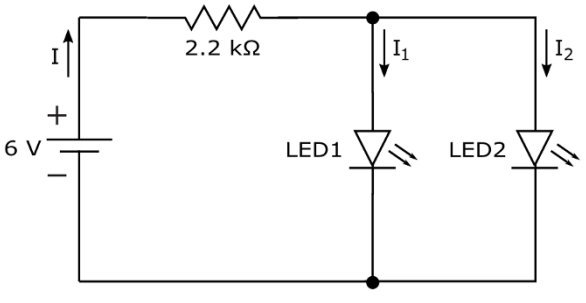
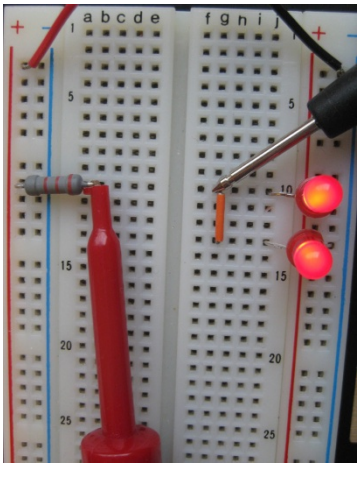
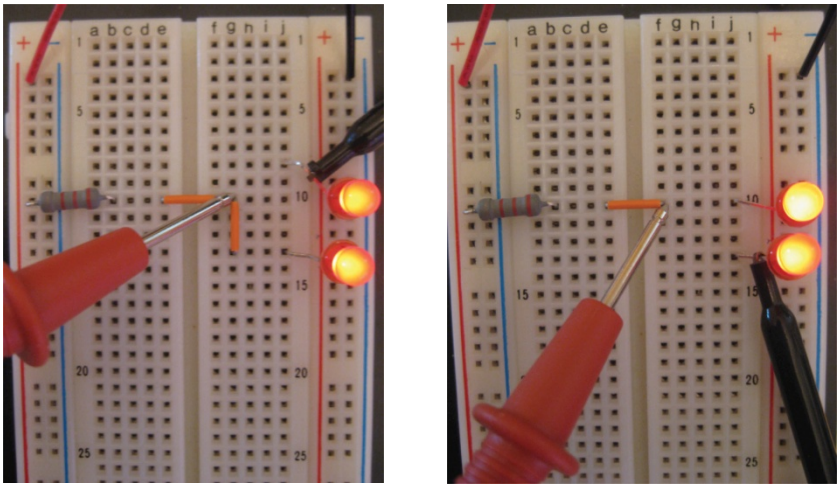

Figura 4-3: Las bombillas suelen estar dispuestas en un circuito paralelo, de modo que si una se funde, el resto permanecen encendidas.
Figura 4-5: Mida la corriente que fluye a través de la resistencia.
Figura 4-6: Mida la corriente que fluye a través del LED1 (izquierda) y el LED2 (derecha).
Conexiones, como las del circuito que se muestra en la Figura 4-3. En un circuito en paralelo, la corriente puede circular por múltiples caminos, así que incluso si varias pelotas de béisbol destruyen las bombillas de tu letrero, el resto permanece encendido. (Por supuesto, podrías quedarte con un letrero luminoso que diga "MEJOR PAPA QUE TENGO". Todo tiene sus pros y sus contras).
Así funciona el circuito en paralelo de la Figura 4-3: La corriente fluye desde el terminal positivo de la batería y se divide en la unión que conduce a las ramas paralelas del circuito, de modo que cada LED recibe una parte de la corriente de alimentación. La corriente que fluye por el LED1 no fluye por el LED2. Por lo tanto, si el letrero de su restaurante tiene 200 LED conectados en paralelo y uno se funde, la luz seguirá brillando desde los otros 199 LED.
- ✓ **Corriente de resistencia (*I*):** Interrumpa el circuito entre la resistencia y los dos LED, e inserte el multímetro para reconectar el circuito, como se muestra en la Figura 4-5. Al colocar el multímetro en serie con la resistencia, se mide la corriente que fluye a través de ella. Esta corriente está etiquetada como I (consulte la Figura 4-3).
- ✓ **Corriente del LED1 (I_1):** Retire el multímetro y vuelva a conectar la resistencia a los LED. Luego, desconecte el cable positivo del LED1 de la resistencia. Inserte los cables del multímetro en el circuito, como se muestra en la foto de la izquierda de la Figura 4-6. Dado que el multímetro está en serie con el LED1, se mide la corriente que fluye a través del LED1. Esta corriente está etiquetada como I_1 (consulte la Figura 4-3).
- ✓ **Corriente del LED2 (I_2):** Retire el multímetro y vuelva a conectar el LED1. Luego, desconecte el cable positivo del LED2 de la resistencia. Inserte el multímetro en el circuito en serie con el LED2, como se muestra en la foto de la derecha en la Figura 4-6. (Observe que quité el puente naranja inferior para desconectar el LED2 de la resistencia y luego inserté el multímetro en esa abertura del circuito). Está midiendo la corriente que fluye a través del LED2, o I_2 (consulte la Figura 4-3).